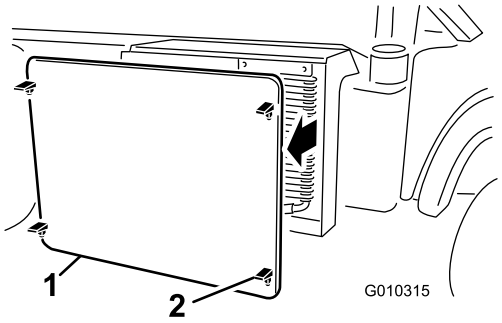

**Figur 56**
2. Løsn og fjern kølergitteret foran på køleren (Figur 56).